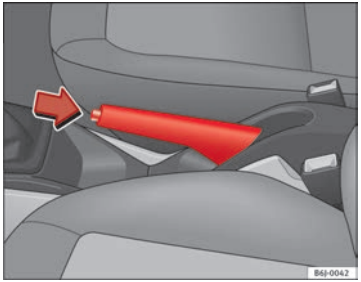

Fig. 110 Handbrake between the front seats
– Pull the handbrake lever up firmly ⇒ fig. 110.
– Pull the lever up slightly and press the release knob in the direction of the arrow ⇒ fig. 110 and guide the handbrake lever down fully ⇒ ⚠.